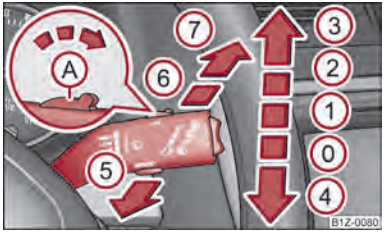

Fig. 37 Windscreen wiper lever
The windscreen wiper lever ⇒ fig. 37 has the following positions:
- If the slower ② or the faster ③ wiper setting is switched on ⇒ fig. 37 and the vehicle speed decreases to below 4 km/h, the lower wiper step is switched on automatically. At a speed increase of more than 8 km/h the previous wiper setting is established again.
If the windshield wiper is in positions ② ⇒ fig. 37 or ③ the rear view window is wiped every 30/10 seconds if the vehicle's speed exceeds 5 km/h.
The headlights are being cleaned after the windscreen has been sprayed for the first time and fifth time, the low beam or main beam are switched on and the windscreen wiper lever was held in the position ⑤ ⇒ fig. 37 for about 1 second.
– Then press the windscreen wiper lever in the position (4) ⇒ fig. 37 within 20 seconds – the wiper arms move into the service position.